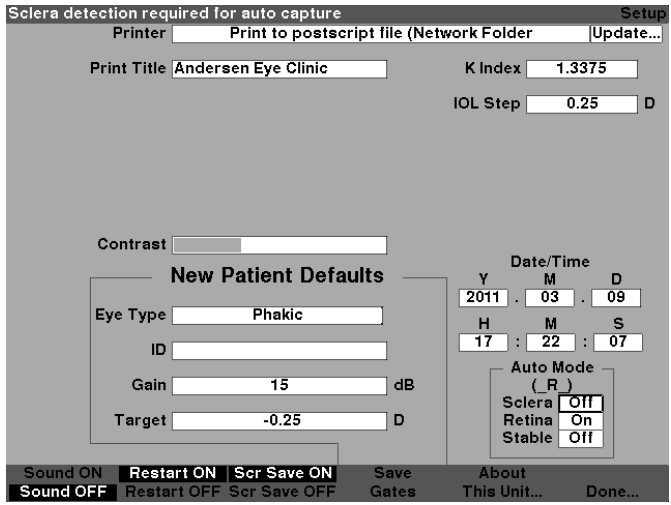

Figure 5-67 Auto Mode Sclera Selected
1. Within the Setup Screen, rotate the knob to select the Sclera field of the Auto Mode, indicated by a solid black border as shown if figure 5-67.